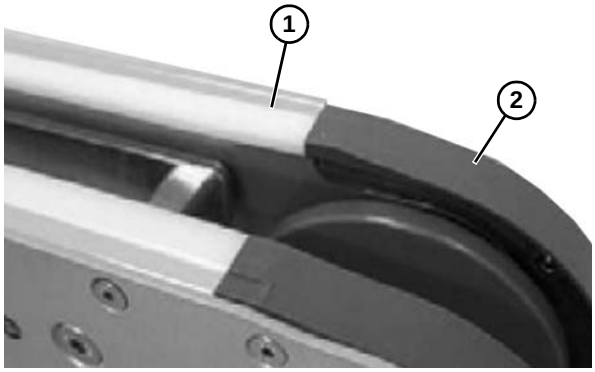

Figure 53
1. Start the wear strips **(Figure 53, item 1)** at an idler end **(Figure 53, item 2)** of conveyor. Separate the top and bottom flange of the wear strip at the end of rail and press into place.